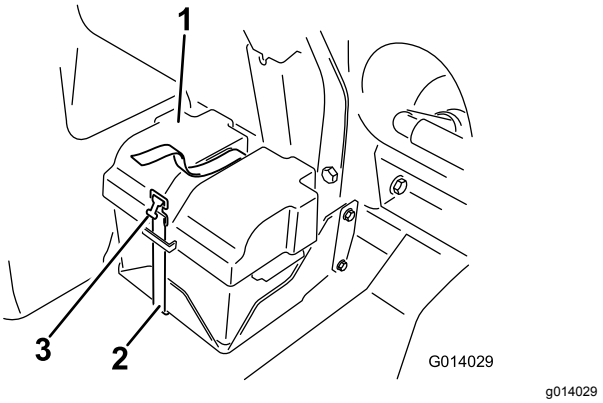
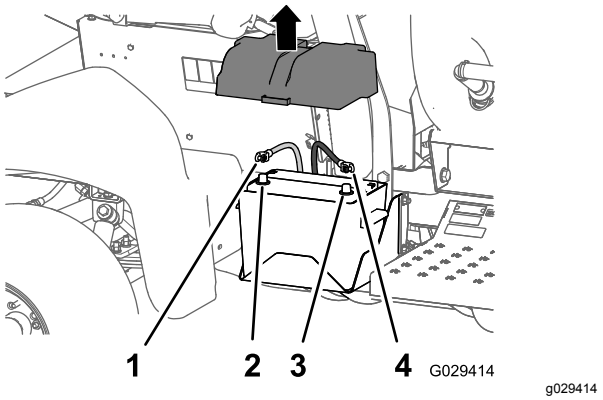

Figur 2
Figur 3
1. Ta av batterideksel og koble den negative (svart/jordet) kabelen fra batterpolen (Figur 2 og Figur 3).
2. Koble den positive (røde) grunnkabelen fra batteripolen (Figur 3).